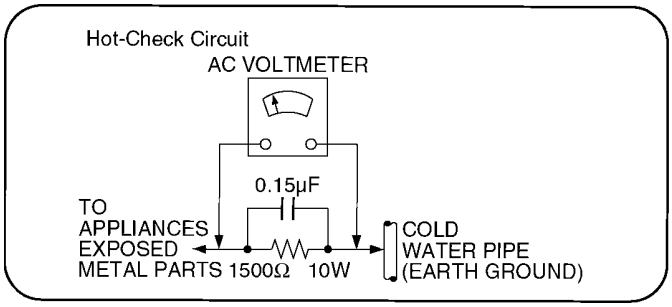

Figure 1
2.1.2. LEAKAGE CURRENT HOT CHECK (See Figure 1 .)
2. Connect a 1.5kΩ, 10 watts resistor, in parallel with a 0.15µF capacitors, between each exposed metallic part on the set and a good earth ground such as a water pipe, as shown in Figure 1.